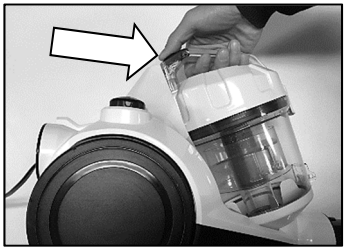

Fig 8
1. Come mostrato in Fig.8, tenere il contenitore della polvere dalla maniglia e premere il pulsante di rilascio